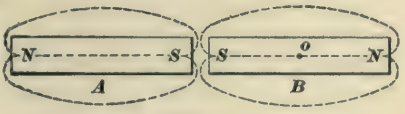
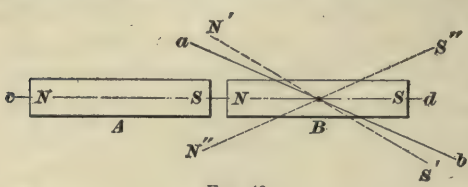
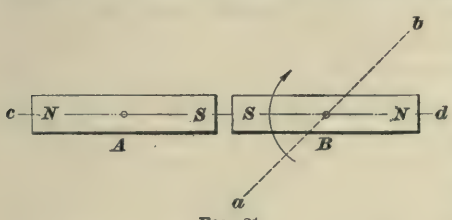

FIG. 18.
FIG. 19.
FIG. 21.
**30.** It is true of any magnet, whether permanent or not, that the *N* pole will repel the *N* pole of any other magnet and attract its *S* pole; it is also true that the polarity of an electromagnet depends upon the direction in which the current flows around its winding. In Fig. 18, *A* and *B* are two permanent bar magnets; *A* is fixed, but *B* is free to turn around center *o*. In the figure the *S* poles of *A* and *B* are
together, so that they are repelling each other, and $B$, if allowed to move, will swing around into the position indicated in Fig. 19 with the $N$ and $S$ poles together, in which position $B$ is perfectly satisfied to remain. Before $B$ settles down, however, it will oscillate in front of $A$. Suppose $B$ is restrained in the position of Fig. 18 by being held with the hand; as soon as it is released, $B$ will swing around in the direction of the hands of a clock with a force that gets stronger as $N$ approaches $S$, and it will not stop in the position $NS$, for its weight and speed will carry it on to position $N'S'$, Fig. 19, where the swing-by tendency is just balanced by back pull from unlike pole $S$ that $N$ has just passed. As soon as $B$ reaches the position $N'S'$, where the two opposing forces balance each other, it stops and swings back past $NS$ to dotted position $N''S''$, which is not quite as far out of center as $N'S'$. Then it swings back and forth several times, each successive swing being a little shorter in range than the one before it, till finally $B$ settles down into full-line position $NS$, where the direction of the lines of force of the two magnets is continuous and makes $A$ and $B$, in effect, one long bar magnet with an air gap in the middle. Now the object in view is to have $B$ rotate continuously and in a clockwise direction instead of oscillating in front of $A$; this can be done in two simple ways, both of which are easy to see. Suppose $B$ is released and allowed to start on its course as described above; now, just as $B$ gets to the position indicated by full line $ab$, let $A$ be removed altogether; the result will be that when $B$ swings around past $S$, there being no back pull, it goes on around past position $ab$, at which time, if magnet $A$ be restored to its former position, but with its poles reversed, $B$ will take a fresh start and keep on turning as long as we continue to remove $A$, reverse it end for end, and restore it to its place. In this demonstration we have assumed that $B$
**31.** Another way in which $B$ can be made to keep on turning, and this way approaches more nearly the changes that take place in an actual street-car motor, is illustrated in Fig. 21. In Fig. 21, magnets $A$ and $B$ are both free to turn about centers. At the start the magnets are in the position of Figs. 18 and 20, with like poles together; let $B$ be released so that it turns clockwise, as shown by the arrow-head. When $B$, in its swing, gets to the position shown by the dotted line $a\,b$, its $N$ pole will have begun to feel very strongly the $S$ pole of $A$, and, if at this point, $A$ is slowly turned counter clockwise until the $B$ magnet almost reaches the position of Fig. 19, where unlike poles are together, then quickly turn $A$ magnet completely around, so that its poles stand end for end to what they are shown to be in Fig. 21, not only will $A$'s south pole drag $B$'s north pole around, but $A$'s north pole gets to its end-for-end position just in time to give $B$'s north pole an additional boost, due to repulsion. By some practice, a person can learn to rotate $A$ so well that $B$ is turned in either direction, according to its inclination at start, and even reversed in direction, by reversing $A$ at the right time.